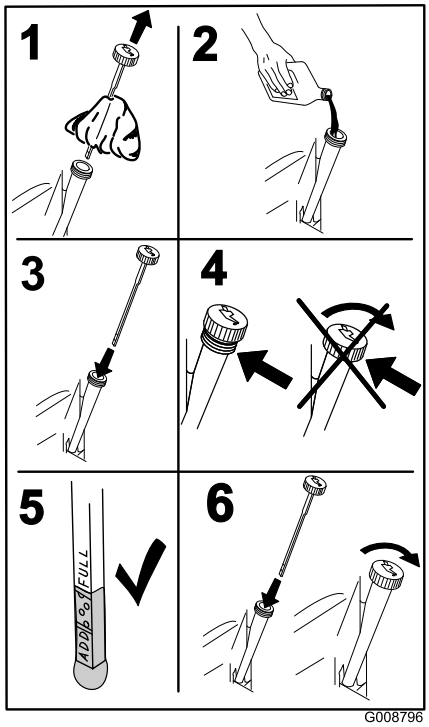

Figur 46
4. Häll långsamt ca 80 % av den angivna oljan i påfyllningsröret och tillsätt långsamt ytterligare olja tills den når markeringen **Full** (Figur 46).